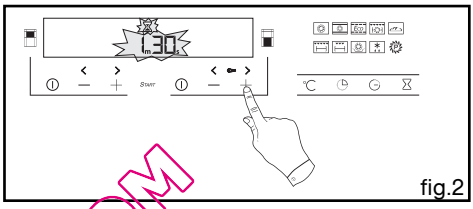

fig.2
- Ajustez le temps choisi en appuyant sur les touches **+** ou **-** (fig.2).